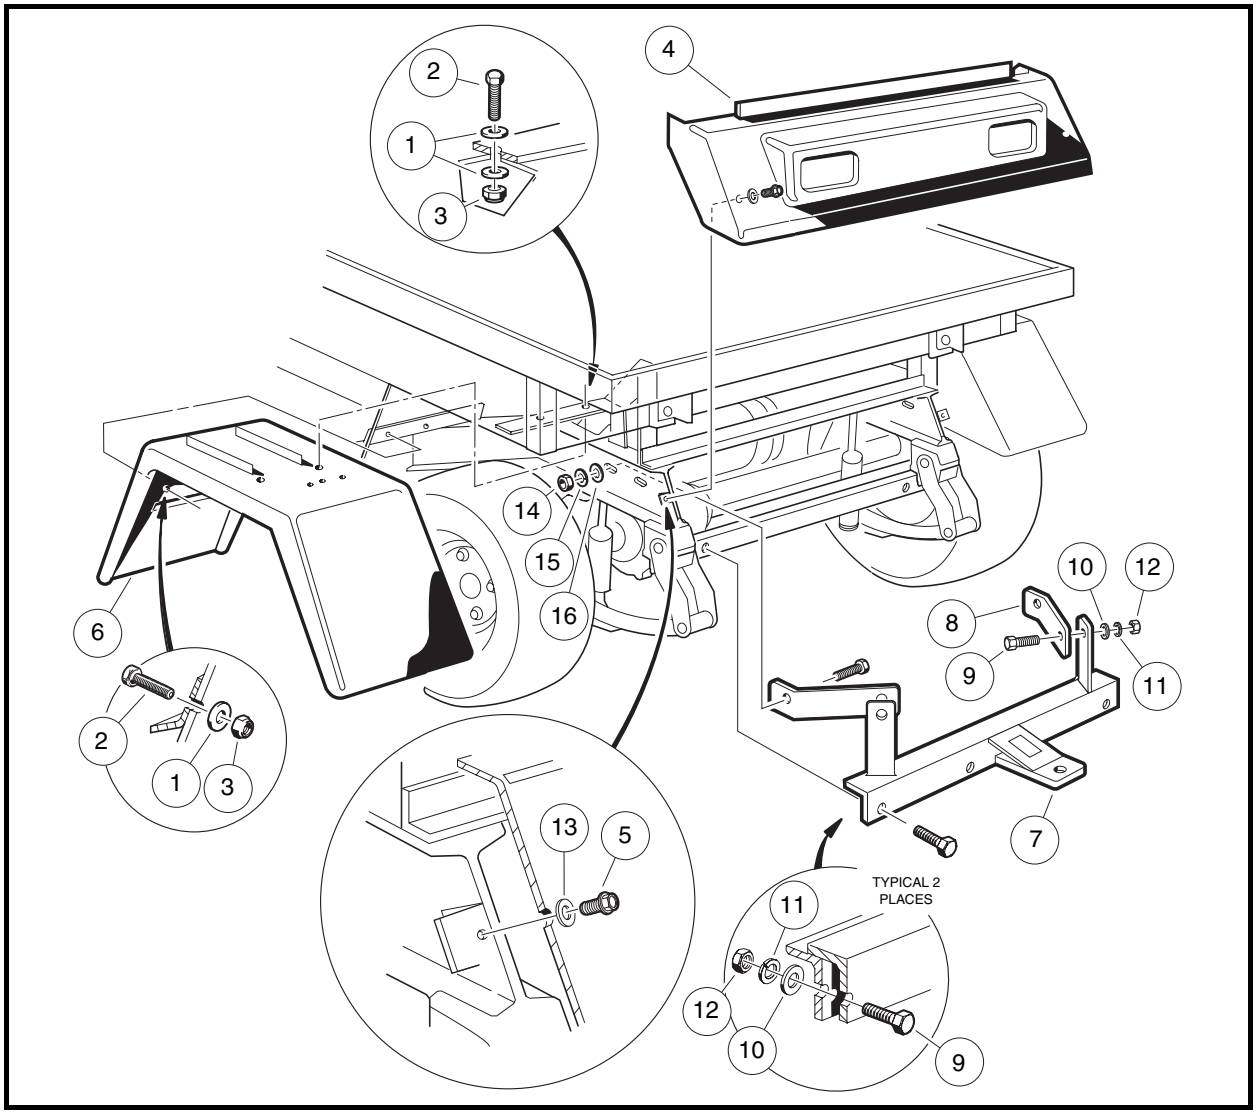
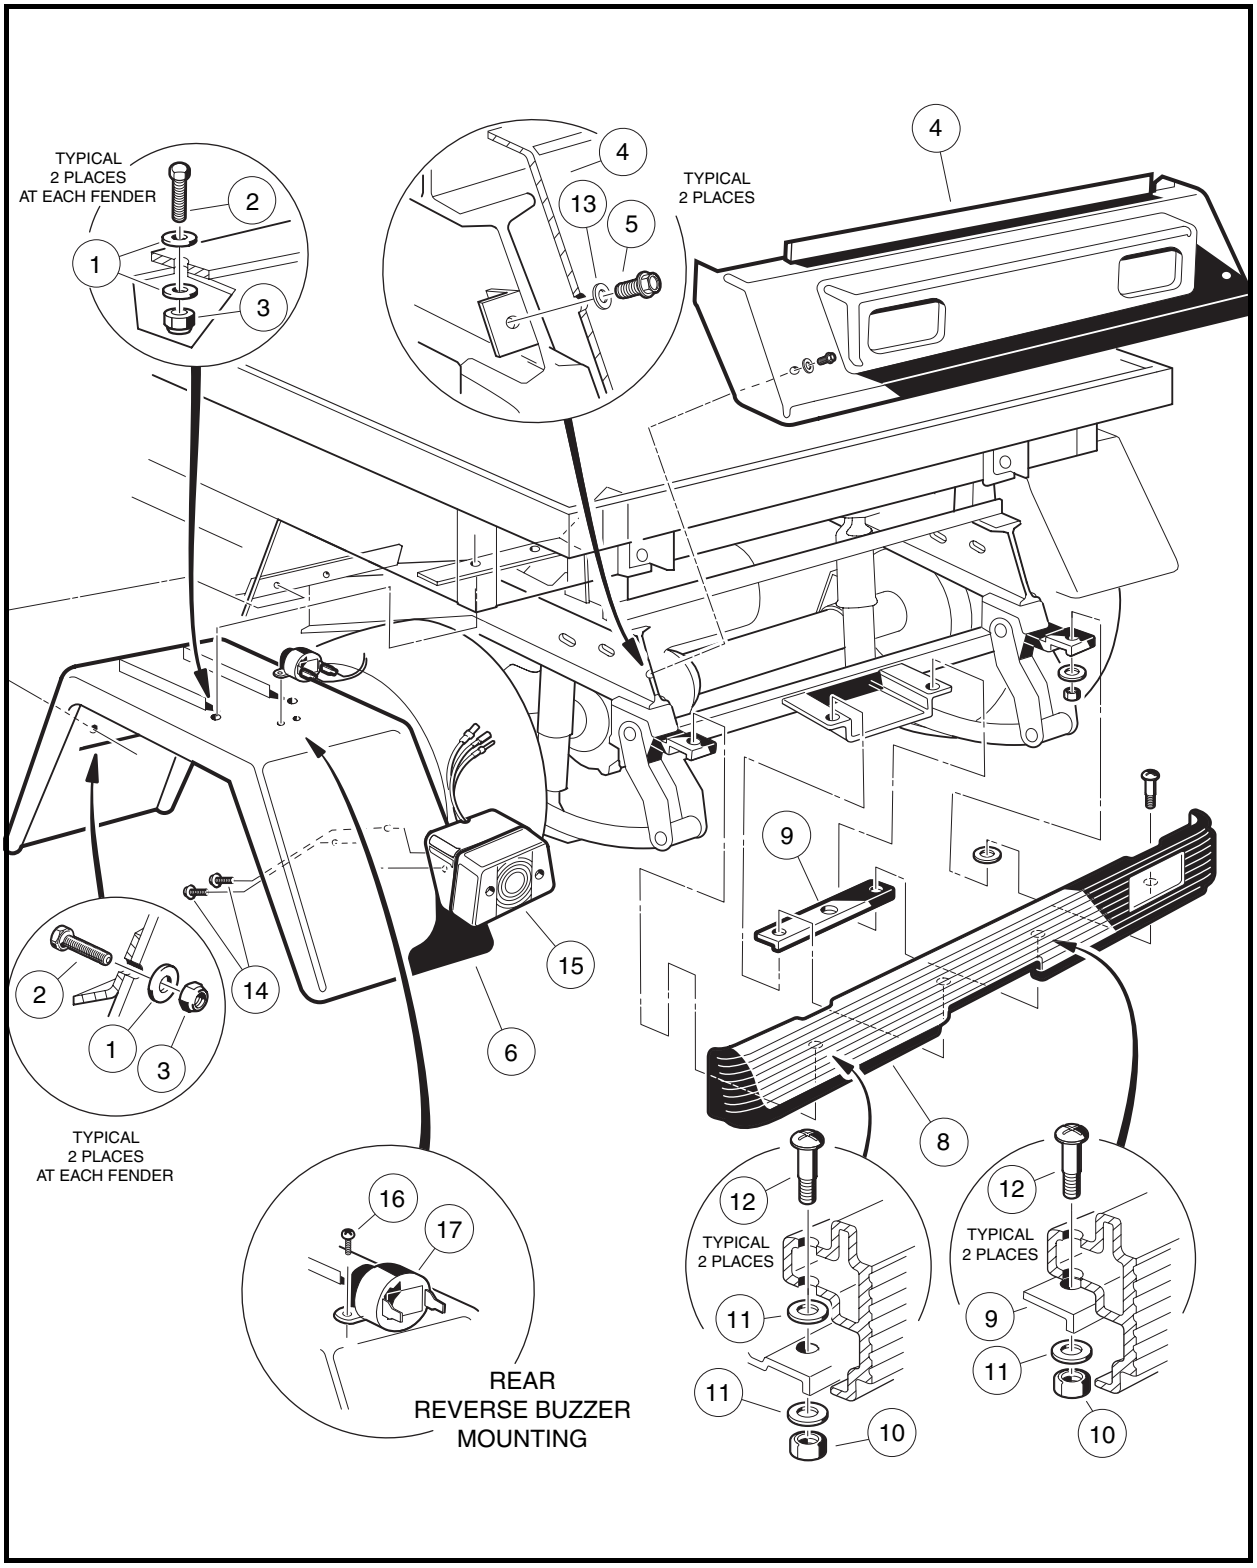

Figure 4-5 Rear Fender, Trailer Hitch, and Tailskirt – Turf 1, 2, Carryall 1, 2, and 2 Plus
Figure 4-6 Rear Fender and Tailskirt – Turf 6 and Carryall 6
1.1. Remove the two screws (14) that secure taillight (15) to the rear fender **(Figure 4-6, Page 4-12)**.
2. Remove two nylon lock nuts (3), flat washers (1), and 1/4 x 1 bolts (2) from front of fender (6) **(Figure 4-5, Page 4-11 or Figure 4-6, Page 4-12)**.
3. Remove two nylon lock nuts (3), flat washers (1), and 1/4 x 1 bolts (2) and flat washers (1) from the top of fender (6) **(Figure 4-5, Page 4-11 or Figure 4-6, Page 4-12)**.
4.1. Remove pan-head screws (16) connecting reverse buzzer (17) to rear fender (6) and disconnect the two wires from the reverse buzzer **(Figure 4-6, Page 4-12)**.
5. Remove fender (6) from vehicle **(Figure 4-5, Page 4-11 or Figure 4-6, Page 4-12)**.
2. Where the hitch (7) is mounted to frame, remove two nuts (12), lock washers (11), flat washers (10), and bolts (9) **(Figure 4-5, Page 4-11)**.
3. Where the hitch (7) is mounted to hitch brace (8), remove the nut (12), lock washer (11), flat washer (10), and bolt (9).
4. Remove hitch (7) from vehicle.
1. Install trailer hitch (7) in the reverse order of removal. **(Figure 4-5, Page 4-11)**. Tighten hardware to 15 ft-lb (20.3 N·m).
1. Remove two thread-forming screws (5) and flat washers (13) from tailskirt (4) and lift tailskirt from vehicle frame **(Figure 4-5, Page 4-11 or Figure 4-6, Page 4-12)**.
1. Insert upper edge of tailskirt (4) under, and in front of, back edge of rear body **(Figure 4-5, Page 4-11 or Figure 4-6, Page 4-12)**.
2. Align holes in tailskirt (4) with holes in vehicle frame. Position tailskirt flush against frame.
3. Install two thread-forming screws (5) and flat washers (13) in tailskirt and tighten to 80 in-lb (9.0 N·m).
1. Remove four lock nuts (10), six flat washers (11), four phillips bolts (12), and mounting plate (9) from rear bumper (8) **(Figure 4-6, Page 4-12)**.
1. Install the rear bumper in the reverse order of removal. Tighten nuts to 65 in-lb (7.3 N·m) **(Figure 4-6, Page 4-12)**.